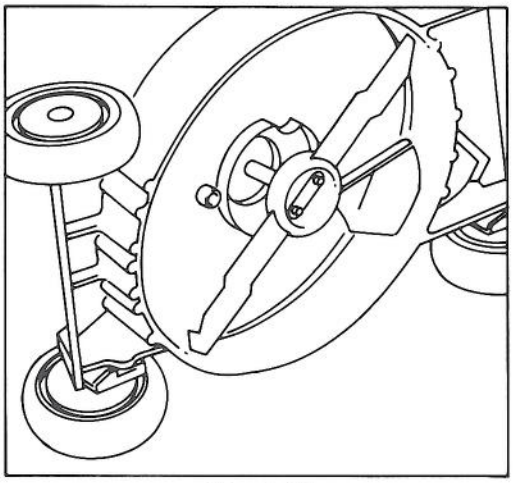

Figure 26
2. Tip mower on its right side (Fig.26). Avoid rotating blade because starting problems may result.